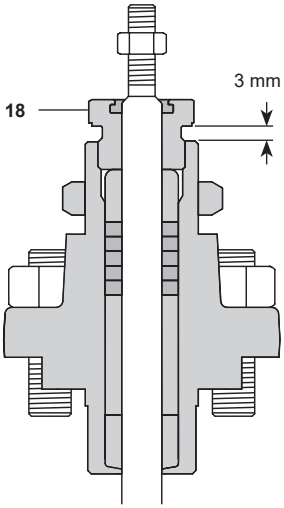

Fig. 18
- Examine el conjunto de asiento y tapón/vástago en busca de daños o deterioro y renuévelo si es necesario. Para la opción Asiento C, invierta el asiento. Para la opción extendida DN15-100 el conjunto tapón/vástago debe atornillarse y ajustarse según la dimensión Fig. 18.